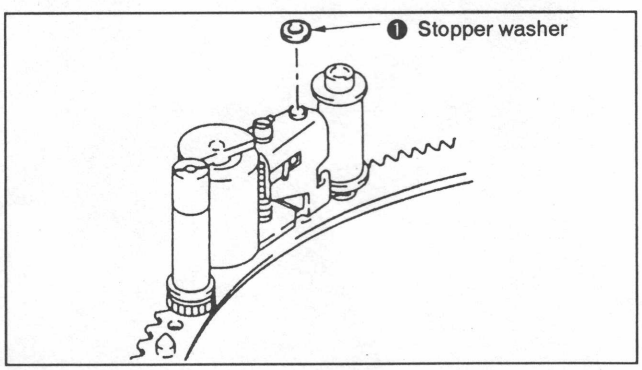

Fig. 7-26.
5) Fix the stopper washer ❶. (See Fig. 7-26.)